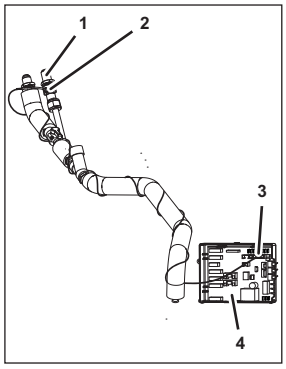

Fig. 83
1. Disconnect the plug (Fig. 83/3) of temperature probe 1 (Fig. 83/2) from control system 1 (Fig. 83/4).
2. Disconnect the plug (Fig. 83/3) of temperature probe 2 (Fig. 83/2) from control system 2 (Fig. 83/4).
3. Turn the temperature probe (Fig. 83/2) and remove it from the connection (Fig. 83/1).
4. Apply Loctite to the new temperature probe (Fig. 83/2).
5. Attach the new temperature probe (Fig. 83/2) to the connection (Fig. 83/1) by turning it.
6. Install the electrical cable of the temperature probe (Fig. 83/2) within the unit.
7. Connect the plug (Fig. 83/3) of temperature probe 1 (Fig. 83/2) to control system 1 (Fig. 83/4).
8. Connect the plug (Fig. 83/3) of temperature probe 2 (Fig. 83/2) to control system 2 (Fig. 83/4).